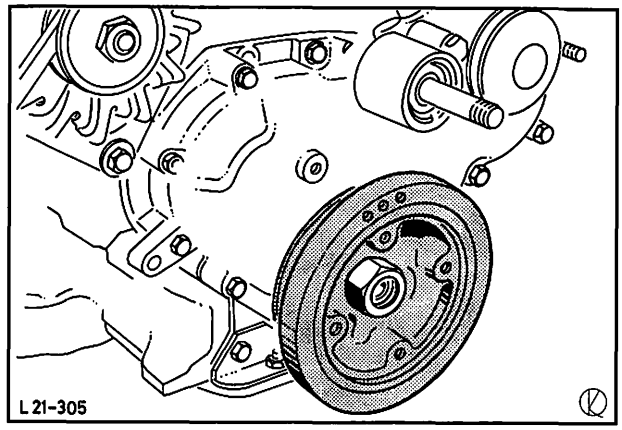

Abb. 94 Riemenscheibe – Kurbelwelle
5. Riemenscheibe mit Kupplung und Lüfter komplett abschrauben (1 Mutter), dabei Riemenscheibe – Kupplung mit Hilfe eines handelsüblichen Spannbandes festhalten. Riemenscheibe – Kurbelwelle abbauen (1 Mutter), Abb. 94, dabei Riemenscheibe mit Spezialwerkzeug 21-018 festhalten.